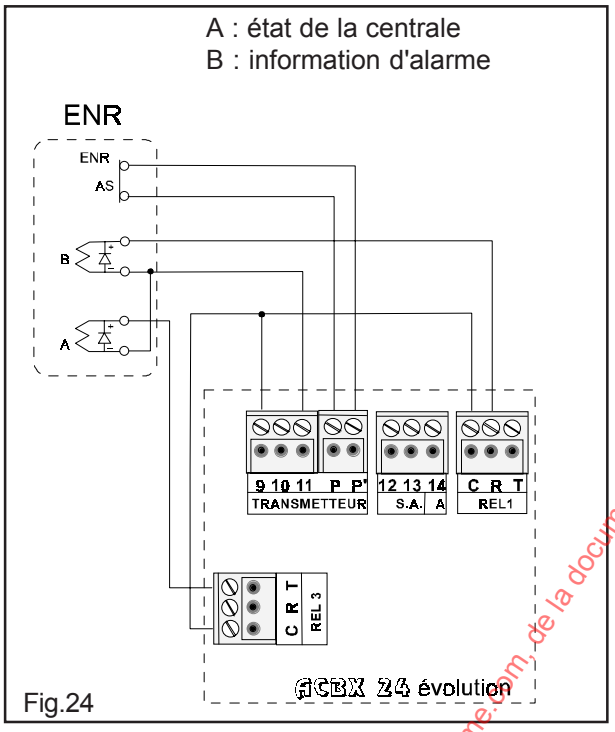

Fig.24
- Raccordement du contrôleur enregistreur ENR (code 10303) fig.24.